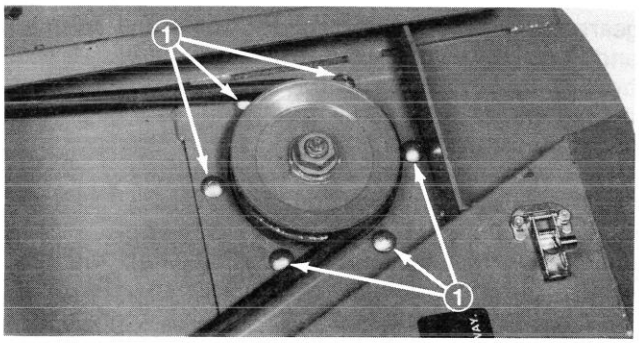

Figure 53
5. Remove six carriage bolts and flange nuts holding spindle housing assembly against cutting unit (Fig. 53). Slide spindle housing assembly out bottom of cutting unit.
9. Slide pulley end of spindle assembly through hole in cutting unit. Mount spindle assembly in place with six carriage bolts and flange nuts (Fig. 53).